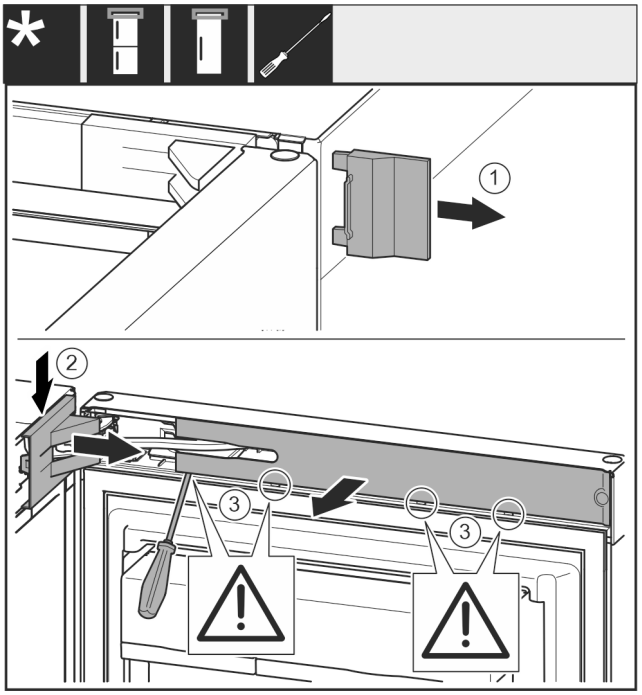

Fig. 10
▶ Noņemiet pārsegu *Fig. 10 (1)*.
▶ Atbrīvojiet un atvienojiet gultņa balsta pārsegu *Fig. 10 (2)*.
▶ Noņemiet gultņa balsta pārsegu *Fig. 10 (2)*.
▶ Atbrīvojiet aizsegu *Fig. 10 (3)* ar plakano skrūvgriezi un pagrieziet uz sāniem.